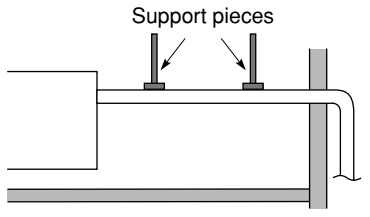

**Fig. 3-68**
- Do not apply force to the piping on the unit side when connecting the drain pipe. The pipe should not be allowed to hang unsupported from its connection to the unit. Fasten the pipe to a wall, frame, or other support as close to the unit as possible. (Fig. 3-68)